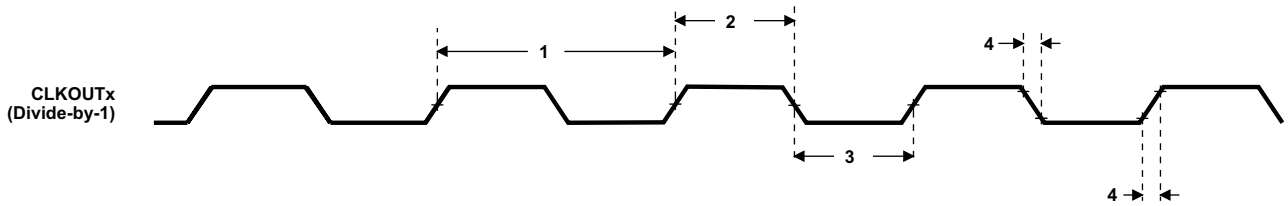

Figure 7-16. CLKOUTx Timing
Table 7-19. Switching Characteristics Over Recommended Operating Conditions for CLKOUTx (CLKOUT0 and CLKOUT1)(1) (2) (see Figure 7-16)